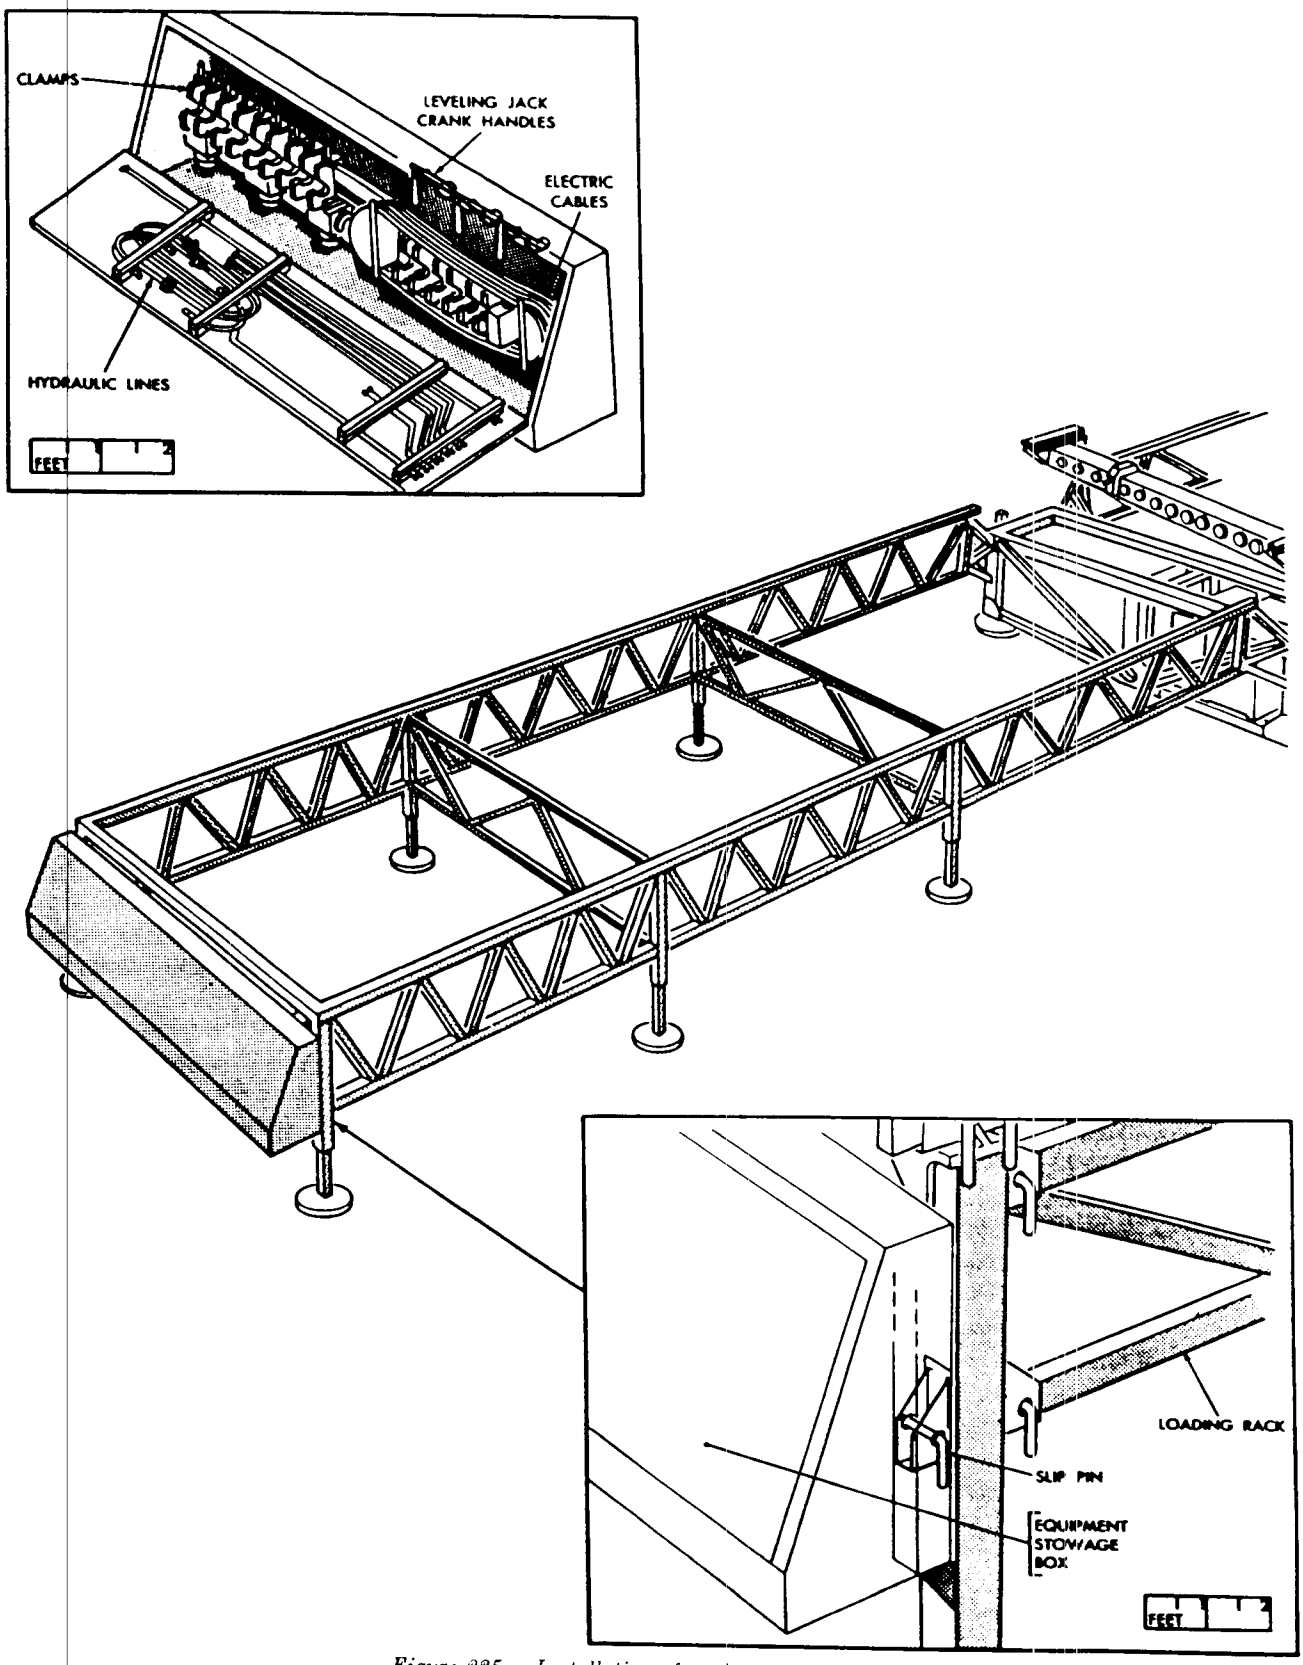

*Figure 235. Installation of equipment storage box.*
(4) From the port toward the launcher to the pressure line from the missile on the erecting arm.
(5) From the launcher side of the tee on the bottom port of the hydraulic selector valve to the return line from the missile testing hydraulic power unit.
**1, 2,** and **3** attach the storage box to the left end truss of the loading racks on the left side of the launcher-loader assembly (fig. 235).